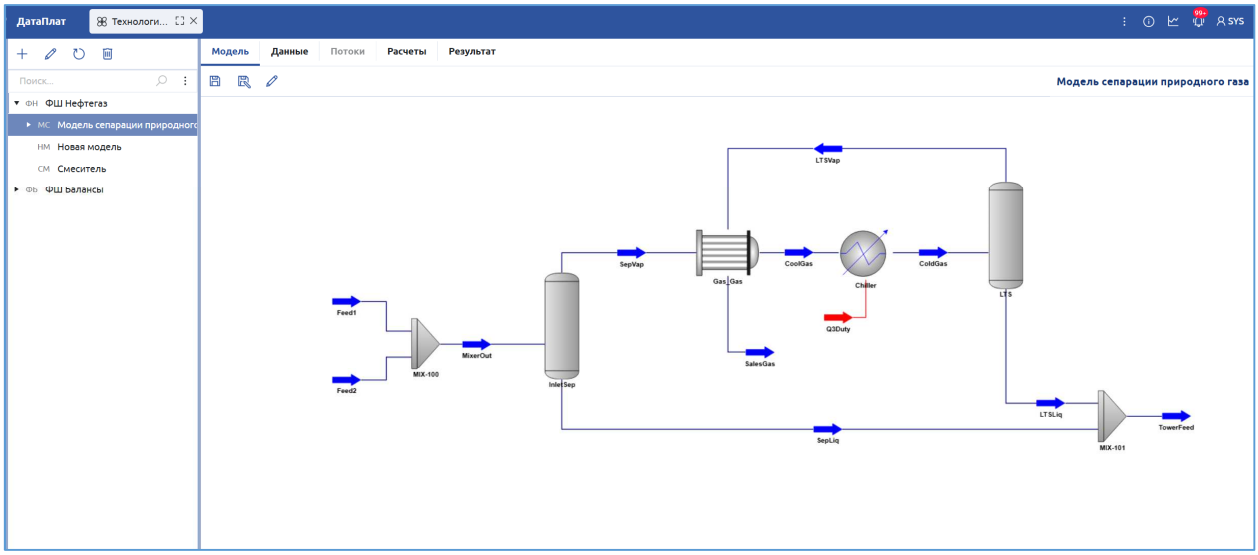

Рисунок 18. Открыть модель
2. Выбрать из списка модель для открытия, в результате модель открывается в режиме просмотра (Рисунок 18).
При открытии модели она всегда открывается в режиме просмотра (Рисунок 18).